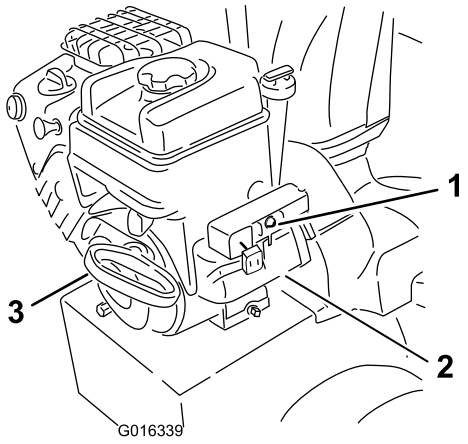

Figur 24
8. Starta maskinen genom att dra i startsnöret eller trycka på knappen till den elektriska startmotorn (Figur 24).